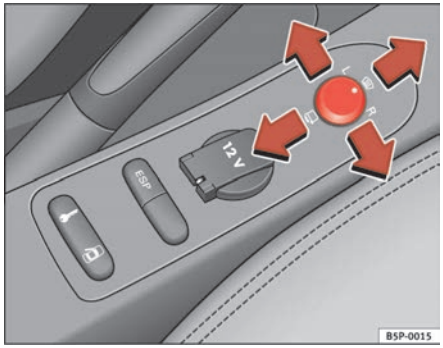

Fig. 91 Exterior mirror control
1. Turn knob ⇒ fig. 91 to position **L** (**left exterior mirror**).
– Turn the knob forwards to the central position ⇒ fig. 91 (1) so that the heated rear view mirrors warm up and the heated windscreen* in the wiper blade rest area is activated ⇒ page 121.
– Turn the control ⇒ fig. 91 to position to fold in the exterior mirrors. You should always fold in the exterior mirrors if you are driving through an automatic car wash. This will help prevent damage.